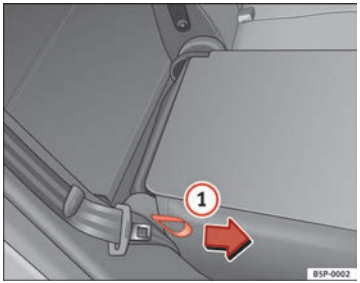

Abb. 98 Umklappen bzw. Aufrechtstellen der Rücksitzlehne
– Ziehen Sie an der Schlaufe auf der Seite des Sitzes ⇒Abb. 98 (1).
In dieser Stellung ist die Rückenlehne verriegelt. Daher muss zum Zurückklappen der Lehne die seitliche Schlaufe am Sitz in Pfeilrichtung gezogen werden ⇒Abb. 98.